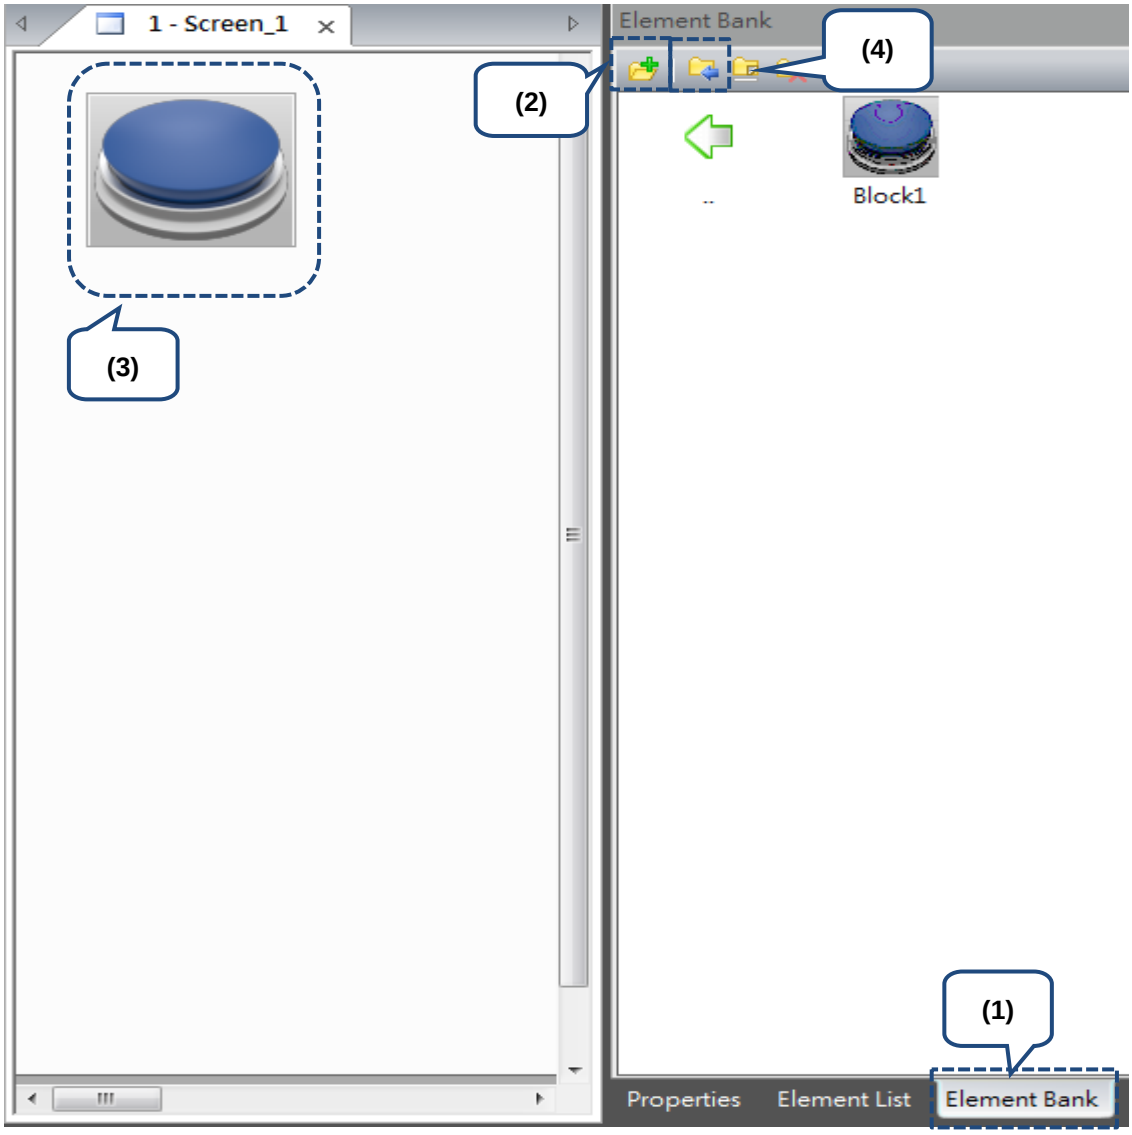

Figure 2.2.4 Steps to create the Element Bank
Figure 2.2.4 illustrates how to create an Element Bank. (1) Go to the Element Bank page. (2) Click to create a new Element Bank. (3) Create an element; (4) Click to import the element data.